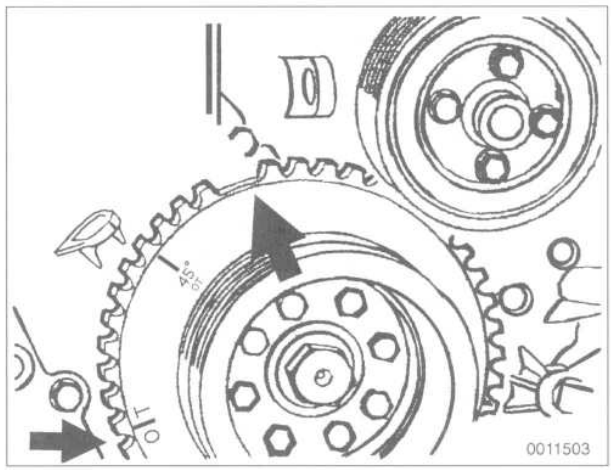

Fig. 45. Crankshaft vibration dampener positioned at 45° BTDC. Note position of 0/T mark and gap in toothed wheel (**arrows**).
16. Slowly turn engine over (away from direction of normal rotation) until cylinder no. 1 is at 45° before TDC (BTDC). See Fig. 45.